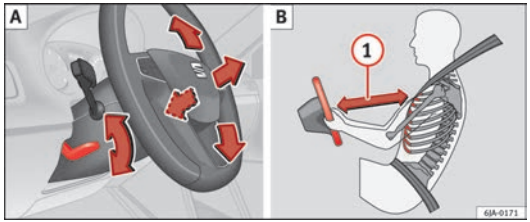

Fig. 100 Adjustable steering wheel: lever beneath steering column/safe distance from steering wheel
- **Maintain at least 25 cm distance between the steering wheel and the upper part of your body (1) ⇒ Fig. 100 [B] ⇒ page 140. The airbag system will not be able to give the required protection if the minimum distance is not observed. This can cause a risk of fatal injury!**
– Pull down the leave located below the steering wheel ⇒ Fig. 100 A.